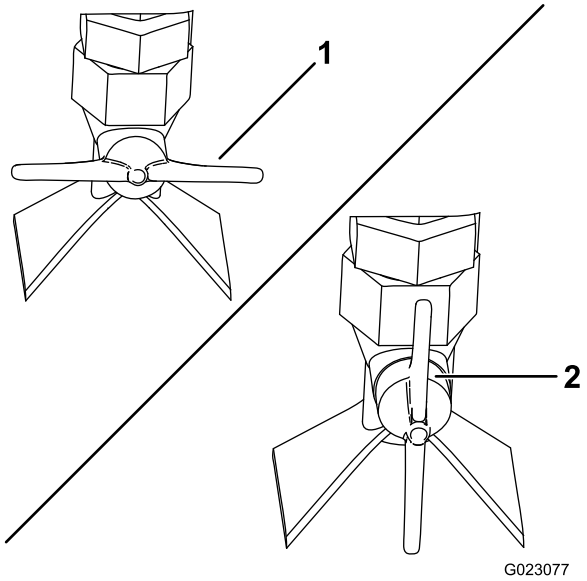

Figure 87
- Pour le jet en éventail – tournez la valve de pulvérisation sur le côté de la buse à l'horizontale (Figure 87).
- Pour le jet droit – tournez la valve de pulvérisation sur le côté de la buse à la verticale (Figure 87).